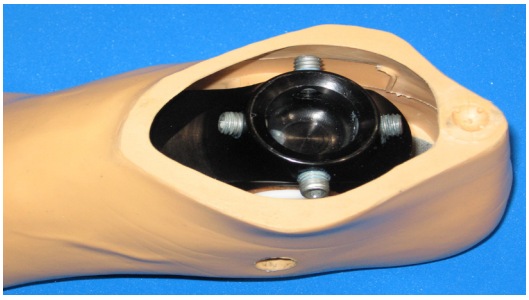

FIGURE 9A: Upper bracket inserted into foot cavity.
5. Place the upper bracket down on to the assembly through the cavity in the foot (FIGURE 9A, 9B).